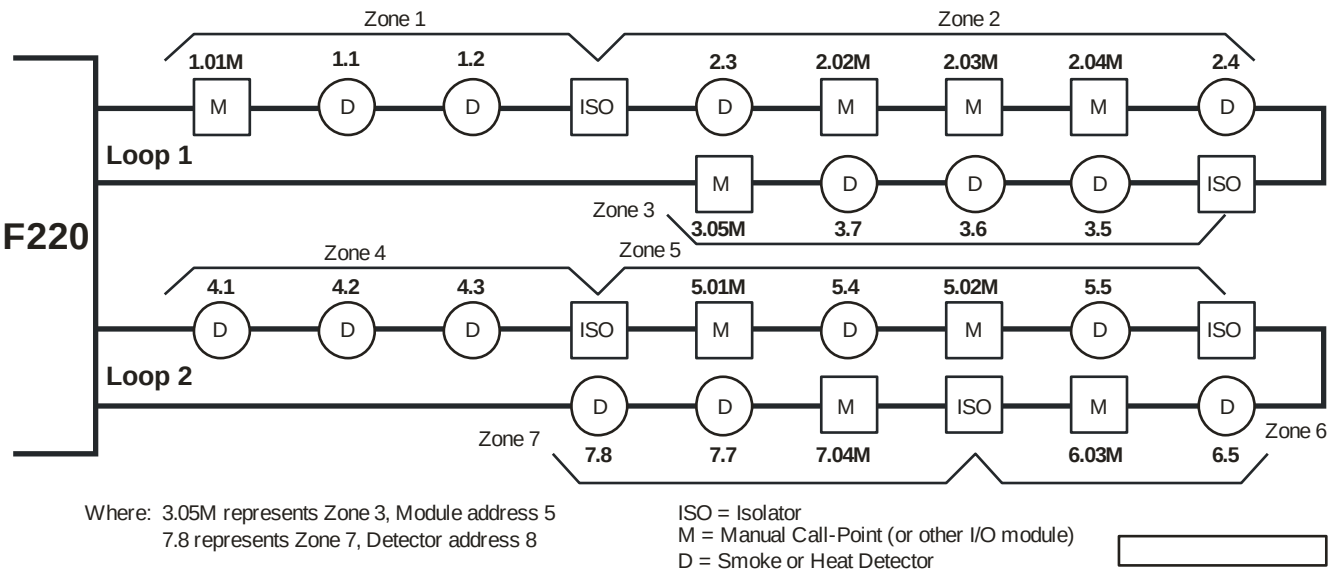

Figure 2.1: Typical Device Labelling
Figure 2.1 illustrates a system with two analogue addressable loops, showing detectors (D), modules (M), isolators (ISO) and a typical device labelling scheme.